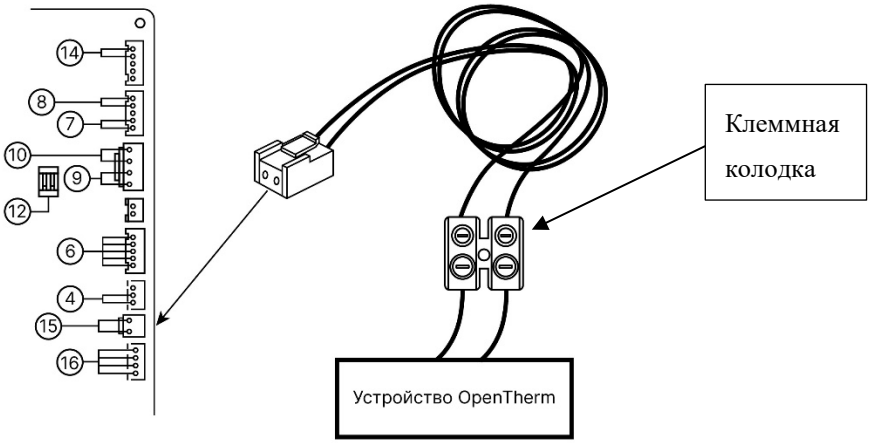

Рис. 22 Схема подключения устройства OpenTherm к плате управления
1. Подключите устройство OpenTherm к кабелю подключения термостата через клеммную колодку кабеля (см. Рис. 22)